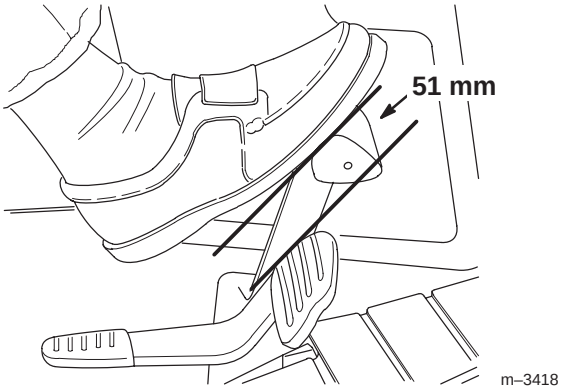

Bild 36
3. Drücken Sie das Bremspedal durch. Es muss sich ein Spiel von 51 mm ergeben (Bild 36), bevor die Bremswirkung beginnt.